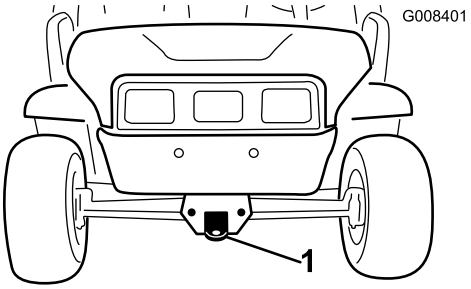
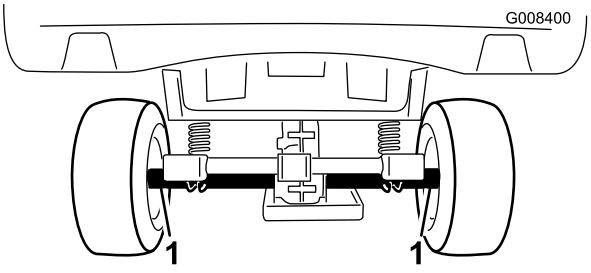

Figur 21
Figur 22
Använd en släpvagn om du ska flytta maskinen långt. Bind fast maskinen ordentligt på släpet. Se Figur 22 och Figur 21 för fästpunkternas placering på maskinen.
2. Fäst en bogserlina i bogseröglan framtill på maskinens ram (Figur 21).